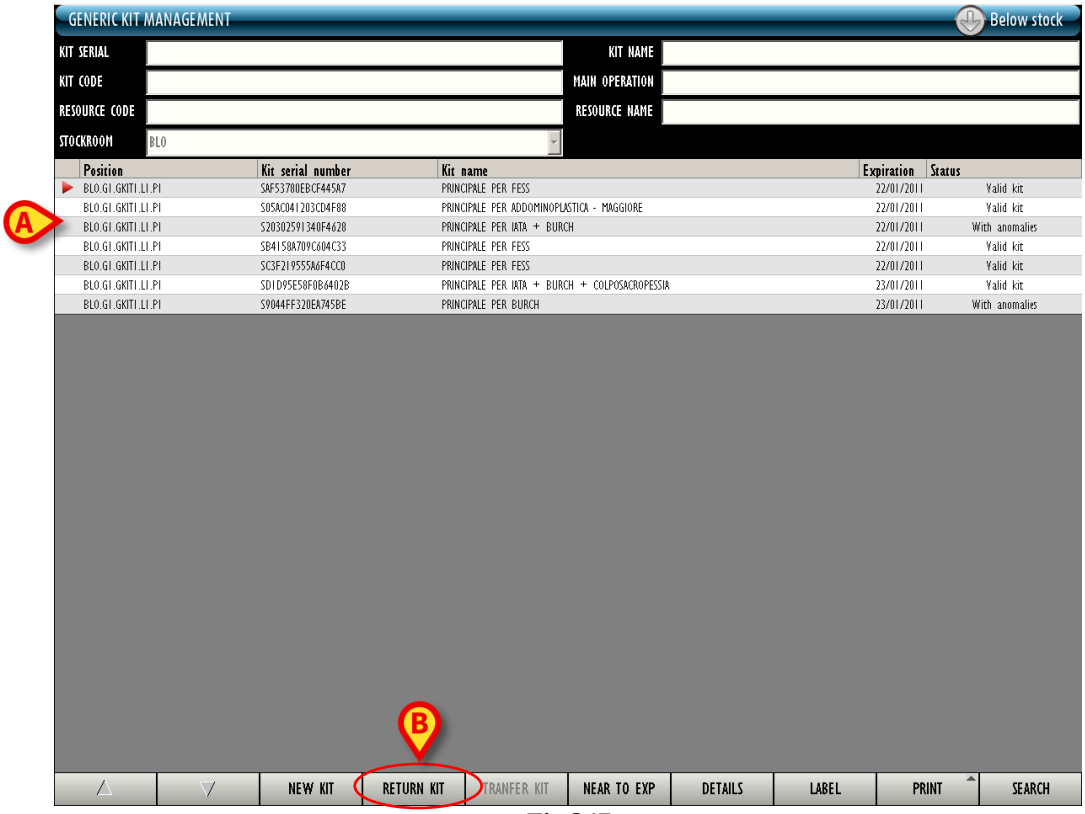

Fig 247
To return a generic kit, on the generic kits management screen (Fig 247),
The ▶ icon appears on the left (Fig 247 **A**).
- Click the **Return Kit** button on the command bar (Fig 247 **B**).
If, in the generic kit management screen (Fig 247), the kit is selected by barcode scan, it is not necessary to insert the kit serial number or to scan the kit's barcode again.